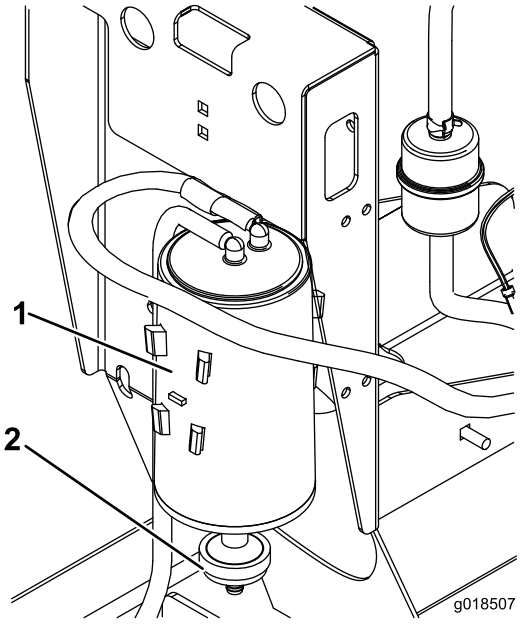

**Figuur 20**
2. Verwijder het luchtfilter van de koolstofhouder en gooi het weg (Figuur 20).